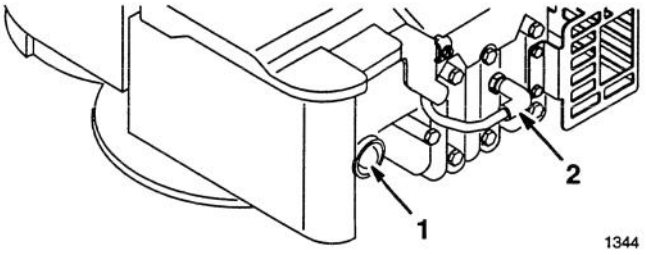

Abbildung 8
1. Das Zündkabel auf die Zündkerze drücken (Abb. 8).
2. Die Kaltstarthilfe dreimal (3) betätigen (Abb. 8). **Zwischen jeder Betätigung ca. zwei (2) Sekunden warten.**
1. Den Motor abstellen und das Kabel von der Zündkerze abziehen (Abb. 8).